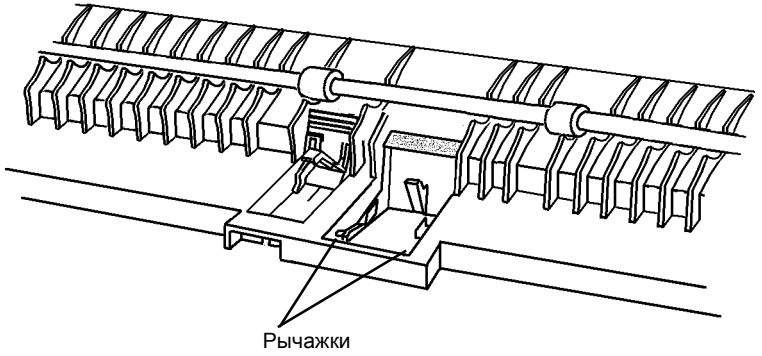

Рисунок 3 Снятие тормозной площадки обходного лотка
5. Сдавите рычажки и снимите тормозную площадку обходного лотка (Рисунок 3).